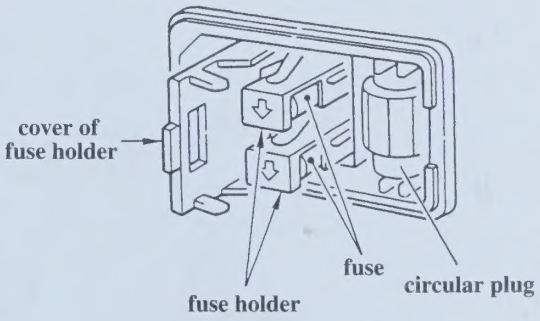

Fig. 3.5.2 Interior of fuse holder
(4) Pull out the fuse holder, as shown in Fig. 3.5.2